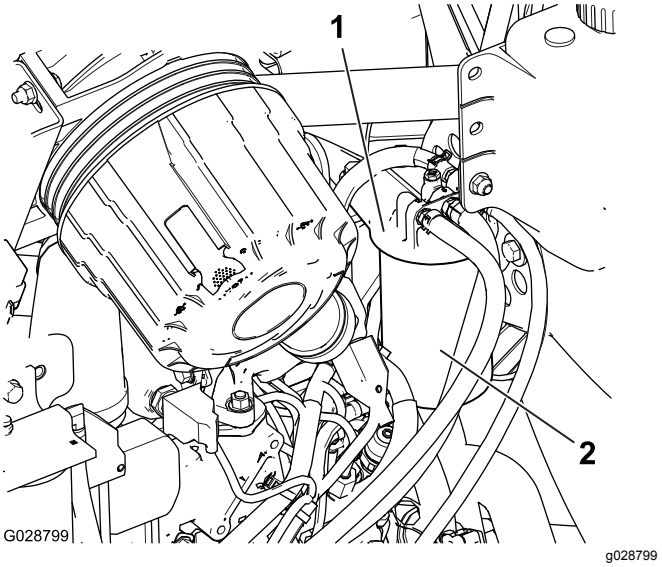

Figur 72
1. Rengjør området rundt motordrivstoff-filteret (Figur 72).
2. Fjern filteret og rengjør hodemonteringsoverflaten (Figur 72).